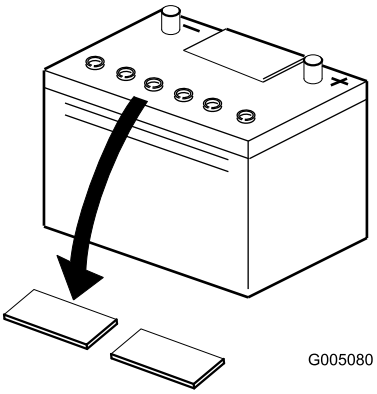

Figur 3
2. Rengør batteriet ovenpå, og fjern ventilationshætterne (Figur 3).